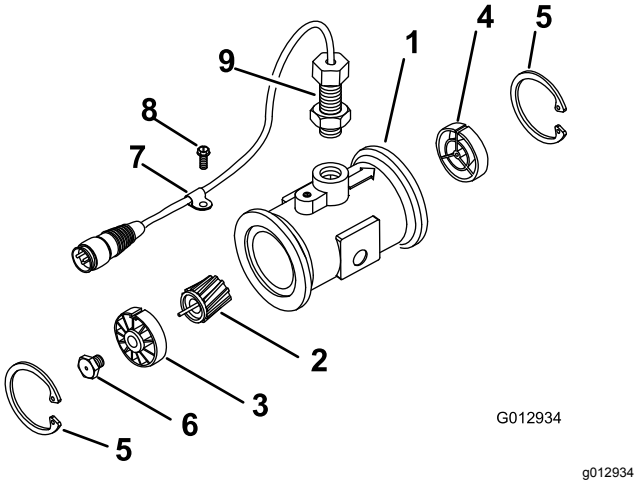

Figur 86
3. Ta av låseringen på oppstrømssiden (Figur 86).